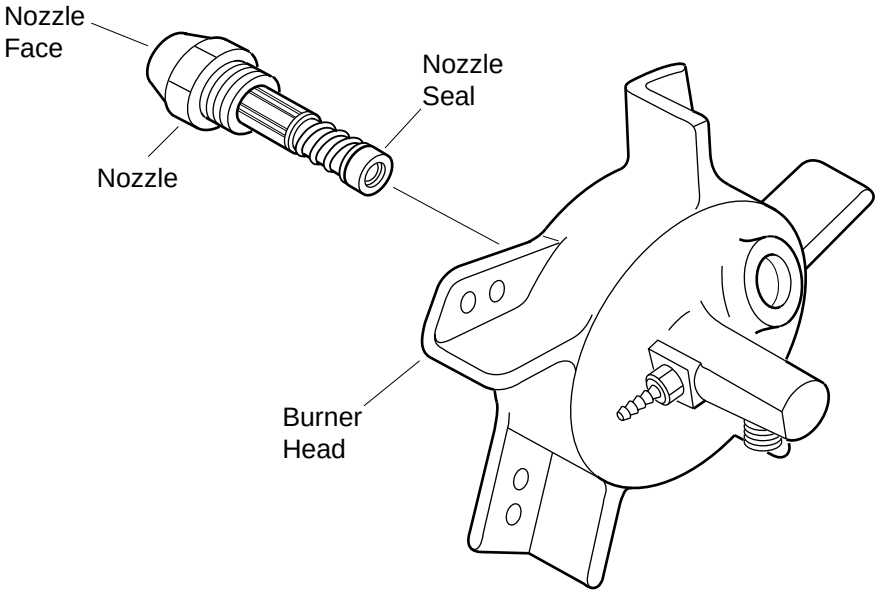

***Figure 30 - Removing Nozzle, 150,000 BTU/Hr Model***
9. Carefully remove nozzle from burner head using 5/8" socket wrench (see Figure 30).